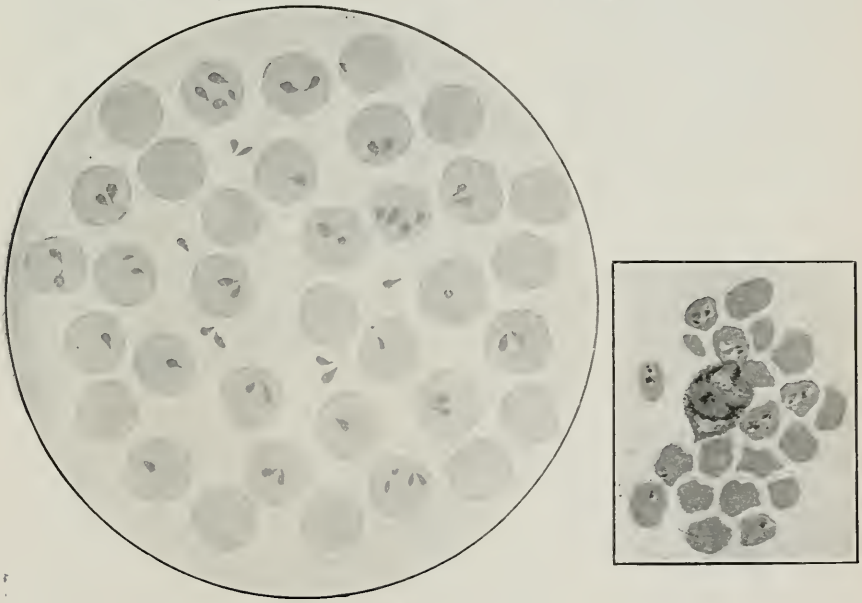

FIG. 12. PIROPLASM IN RED BLOOD CELLS.
(2) that pure cultivation of this organism through sufficient generations be made, until it may reasonably be supposed that everything else which could possibly have been taken from the animal that yielded the organism has disappeared; (3) that other susceptible animals be inoculated with the cultivated organism, and that the disease be reproduced; (4) that the same organism be found in the tissues of the successfully inoculated animals in such numbers, and with such a distribution, as to account for the disease. In many cases it is necessary for the organism which produces disease to be transferred from one animal to another by means of intermittent hosts, such as biting flies, ticks, mosquitoes, fleas, &c. (Figs. 10, 11); as an example, the disease known, at any rate by name, to nearly all, as "Texas" or "Tick Fever" in cattle. This is caused by a small organism—from 12,000 to 80,000 being required to measure 1 inch (Fig. 12)—which gains access to the red blood corpuscles of the animal, and produces a train of symptoms, of which fever and red water are constant. The organism is carried from animal to animal by means of the tick (Fig. 13).